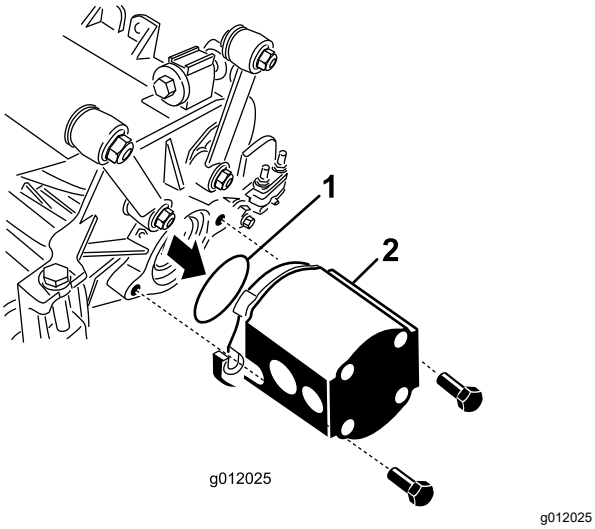

Rysunek 25
5. Na kołnierz silnika hydraulicznego zakładamy o-ring dostarczony z zespołem tnącym (Rysunek 25).
6. Zamocuj silnik na napędzanym końcu zespołu tnącego i przykręć go 2 śrubami niewypadającymi dostarczonymi z zespołem tnącym (Rysunek 25).